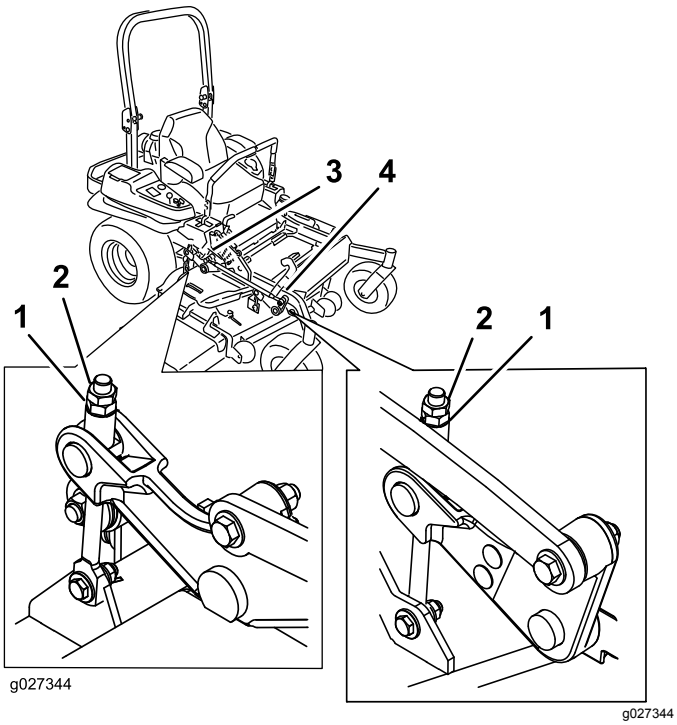

Figur 97
10. Finindstil justermøtrikken på forreste skjoldløfteenhed ved at dreje den (Figur 97).